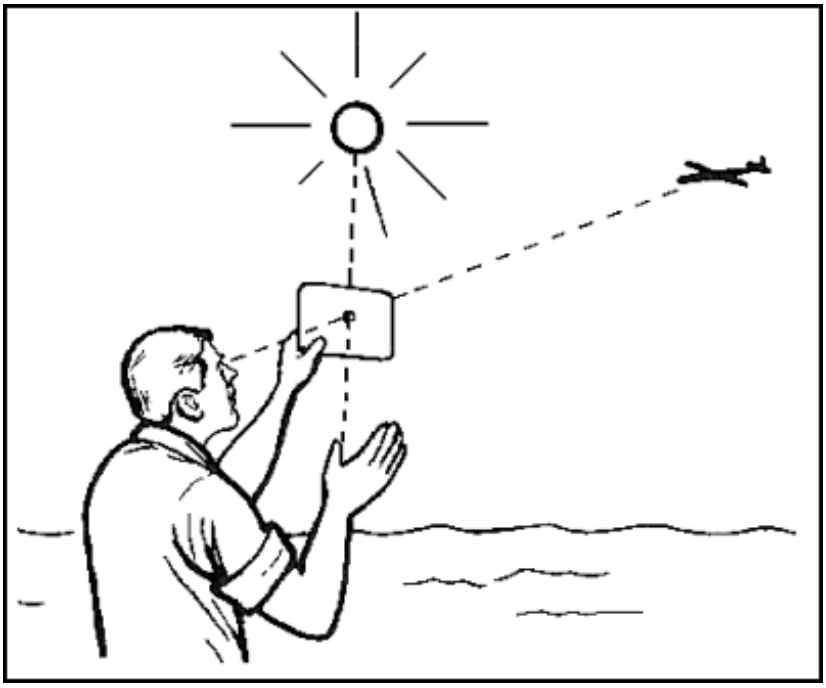

Figure 10-30. Signaling Mirror
- **Signaling mirrors.** Read the instructions for the particular kind of signaling mirror in your survival equipment. Do not wait until you see a rescue craft to use the signaling mirror. When the sun is shining, flash the mirror all around the horizon (Figure 10-30). An aircraft can spot the flash long before you would see the aircraft. The signaling mirror may save your life. Use it as long as the sun is shining.